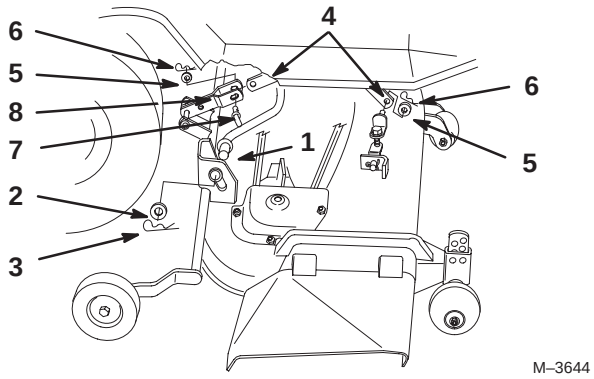

Figure 10
5. Engager les bagues de guidage arrière, d’abord la gauche puis la droite, sur les bras de relevage, puis glisser le plateau de coupe vers la gauche pour le mettre en place (Fig. 10).
6. Fixer le plateau de coupe aux bras de relevage arrière à l’aide de rondelles de 19 mm (3/4”) et de grandes goupilles épingles (Fig. 10).
7. Fixer les liaisons réglables avant aux bras de relevage avant à l’aide d’une rondelle de 13 mm (1/2”) et d’une petite goupille épingle (Fig. 10).
8. Fixer la liaison arrière au relevage d'accessoire à l'aide d'un axe de chape, d'une rondelle de 13 mm (1/2") et d'une petite goupille épingle (Fig. 10).